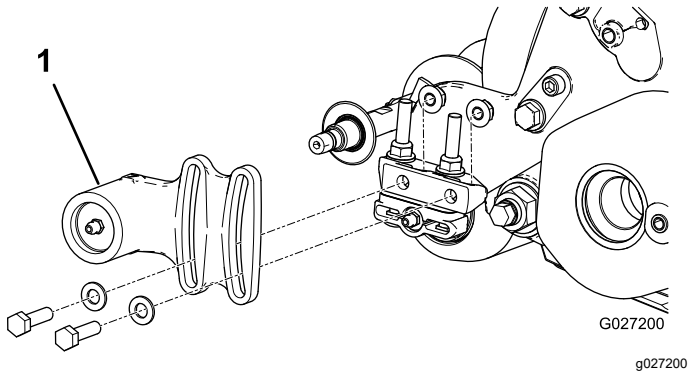
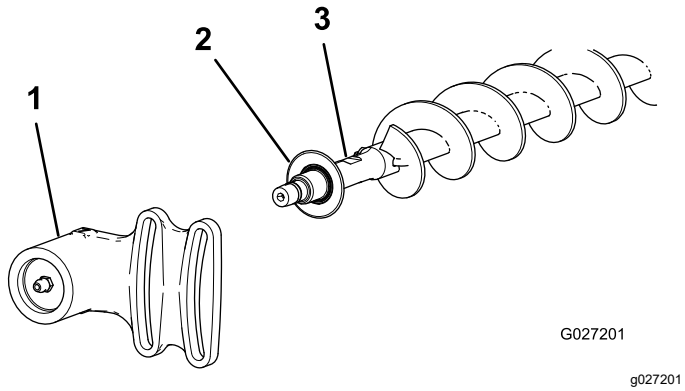

**Figur 21**
**Figur 22**
1. Om en rullborste är monterad på klippenheten tar du bort de två skruvarna, brickorna och muttrarna som håller fast det icke-drivande lagerhuset vid lagerhusets monteringsfäste (Figur 21 och Figur 22).
2. Dra av det icke-drivande lagerhuset och uteslängningstätningen från borstaxeln (Figur 22).
9. Montera uteslängningstätningen och det icke-drivande lagerhuset på borstaxeln (Figur 22).